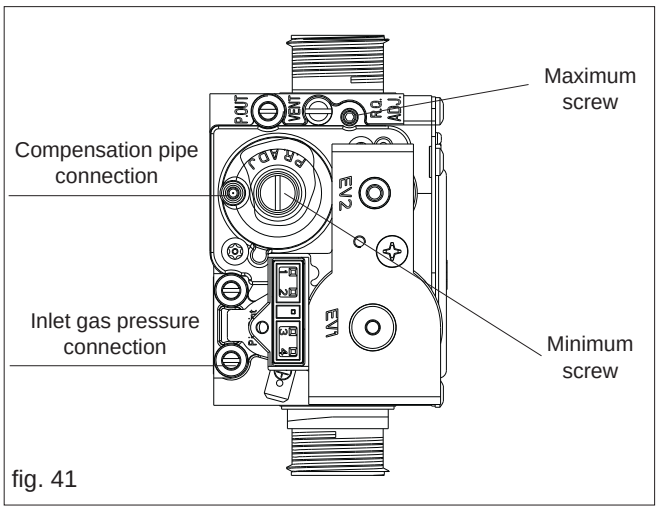

fig. 41
- using a 2.5mm Allen key, very slowly turn the maximum adjustment screw (see fig. 41) – clockwise to decrease, counter clockwise to increase – until the correct value is displayed on the CO_2 analyser (allow time for the analyser to stabilise).
- locate the minimum adjustment screw (fig. 41), using a suitable screwdriver remove the protection plug
- using a 4mm Allen key, very slowly turn the minimum adjustment screw (see fig. 41) - clockwise to increase, counter clockwise to decrease - until the correct value is displayed on the CO2 analyser (allow time for the analyser to stabilise).